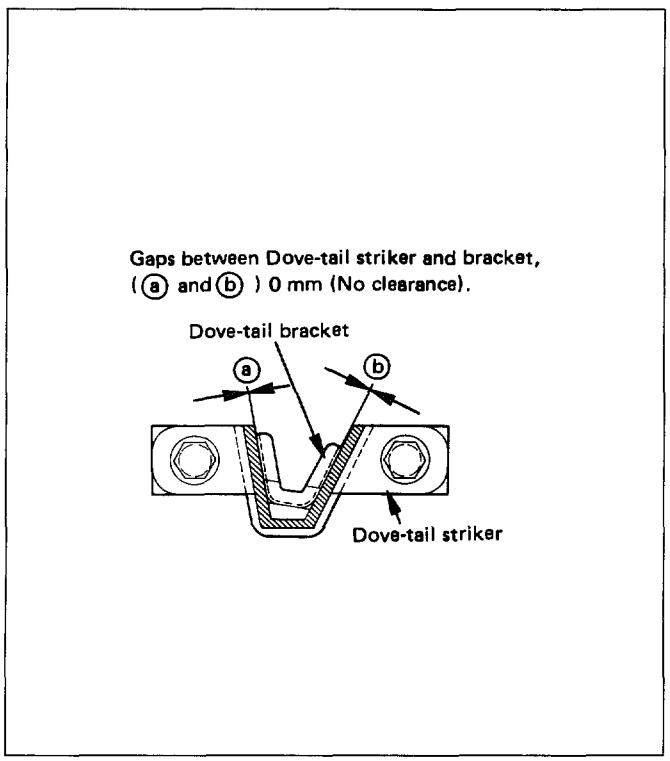

Fig. 10-167
2. Tap with plastic hammer to align (Fig. 10-167).